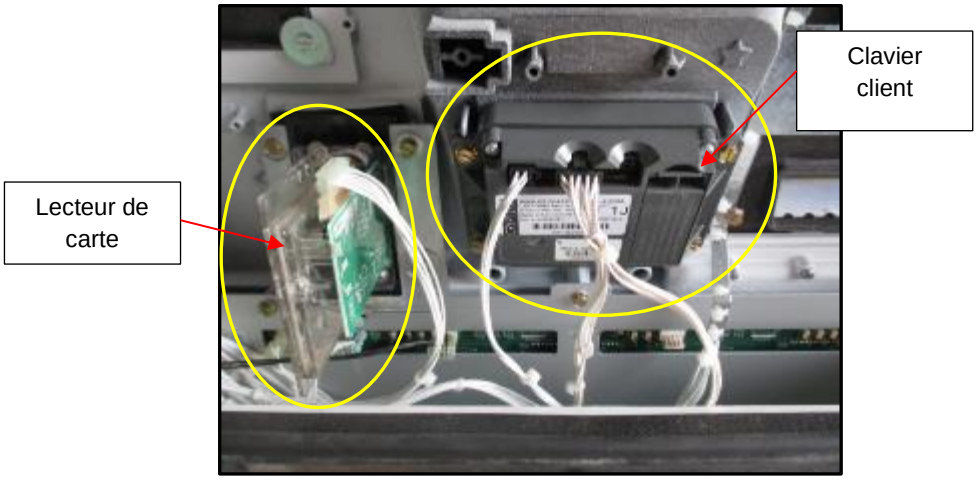

Fig 1.5a – Emplacement Encore 500S du lecteur de carte et du clavier client
7. Débranchez les câbles d'assemblage du clavier client et du lecteur de carte. (Fig. 1.5a et 1.5b)